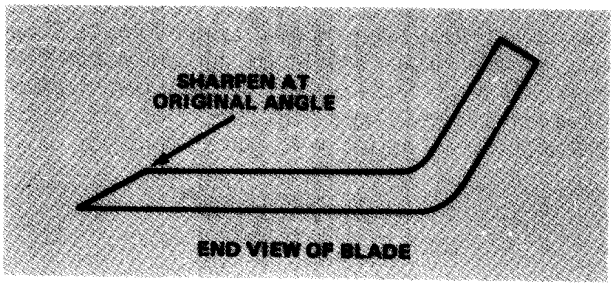

Figure 31
5. Using a file, sharpen cutting edge at both ends of the blade (Fig. 31).
IMPORTANT: Sharpen top side of blade and maintain original cutting angle to assure a sharp cutting edge (Fig. 31). The blade will remain balanced if same amount of material is removed from both cutting edges.